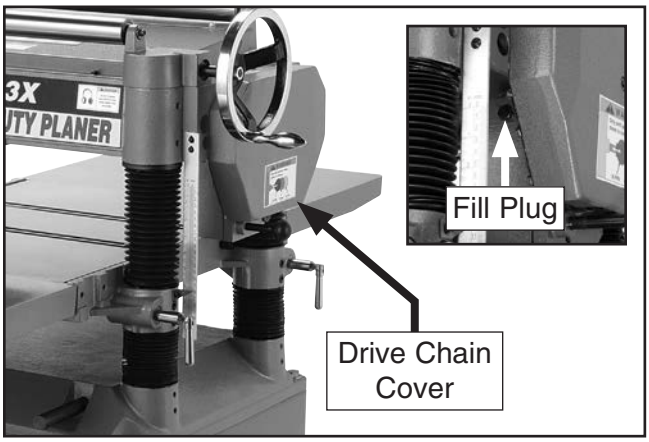

Figure 18. Location of gearbox oil fill plug.
Note: *For easier access to the fill plug, remove the drive chain cover (see **Figure 18**).*
1. Remove gearbox oil fill plug (see **Figure 18**).